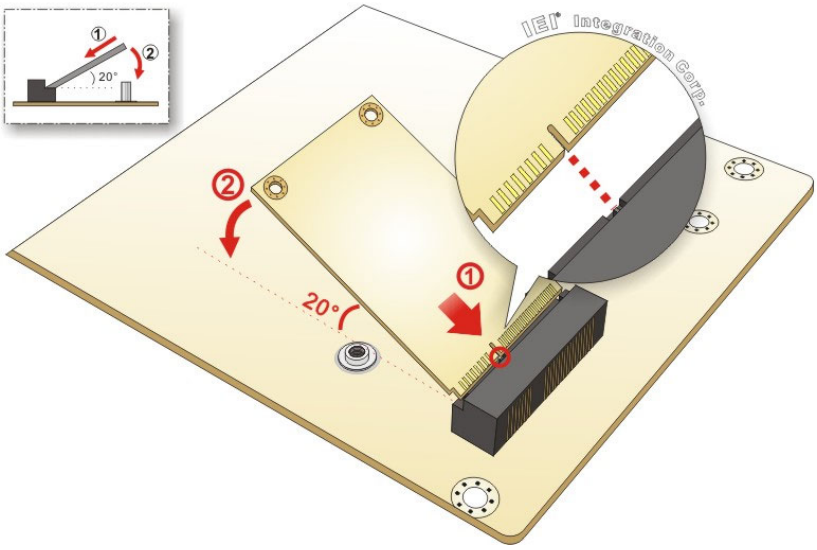

Figure 4-8: Inserting the Full-size PCIe Mini Card into the Slot at an Angle
Step 3: **Insert into the socket at an angle**. Line up the notch on the card with the notch on the slot. Slide the PCIe Mini card into the socket at an angle of about 20º (**Figure 4-8**).